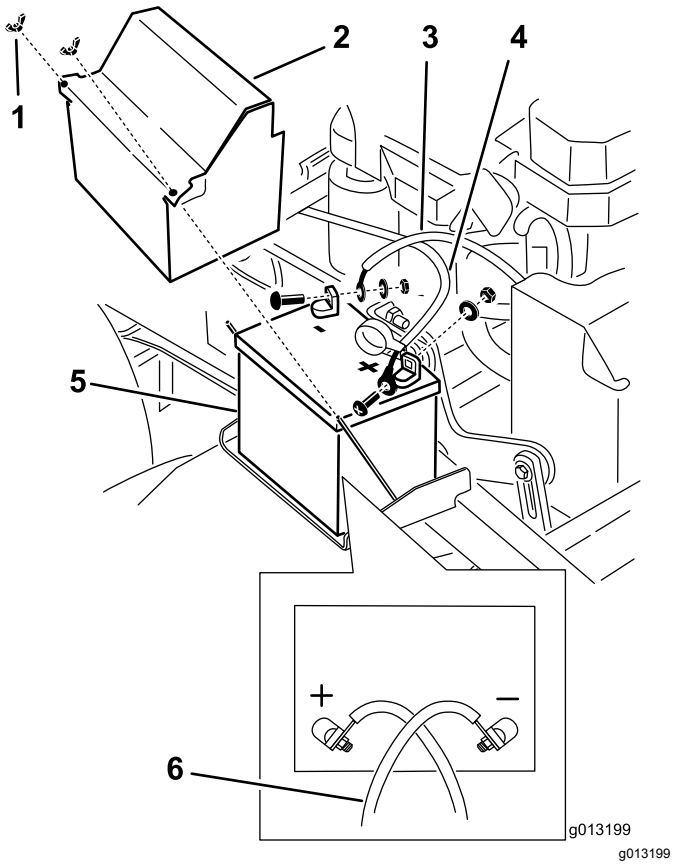

Figur 52
3. Tag først batteriets minuskabel af minuspolen (–) (Figur 52).
5. Fjern batteriets (røde) pluskabel (Figur 52).
6. Fjern batteriets holdeplade, og tag batteriet ud (Figur 52).
1. Sæt batteriet tilbage på maskinen (Figur 52).
3. Slut batteriets (røde) pluskabel til pluspolen (+) med en møtrik, spændeskive og bolt (Figur 52).
5. Slut batteriets minuskabel og jordledningen til minuspolen (–) med en møtrik, spændeskive og bolt (Figur 52).
Bemærk: Når batterikablerne krydser over hinanden, er de korrekt monteret (Figur 52).